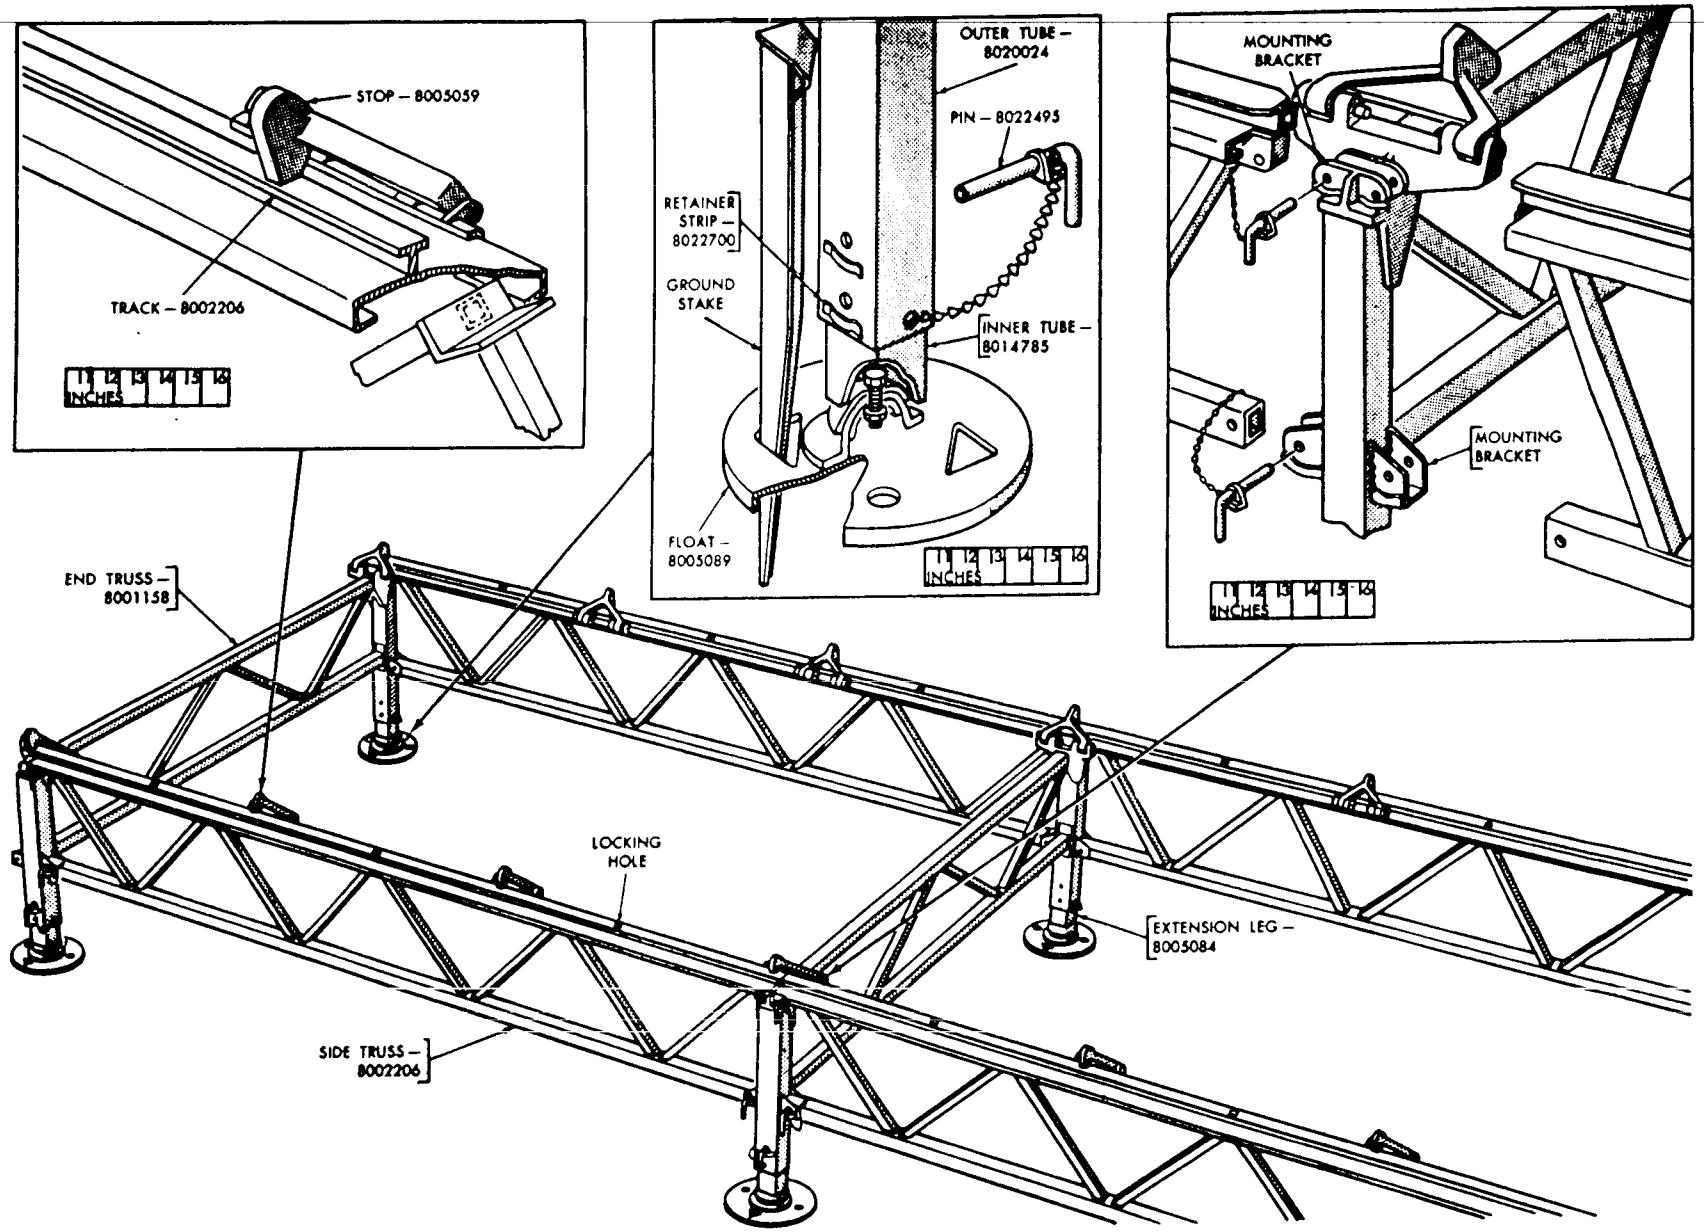

Figure 234. Assembling storage racks
*e. Hydraulic and Electric Connections (All Storage Racks on Left)* (fig. 234).
(1) From the port on the hydraulic selector valve toward the missile testing stations to the pressure line at each testing station.
(2) From the missile testing station side of the tee on the bottom port of the hydraulic selector valve to the return line at each testing station.
(3) From the top port on hydraulic selector valve, to the pressure line from the missile testing hydraulic power unit.